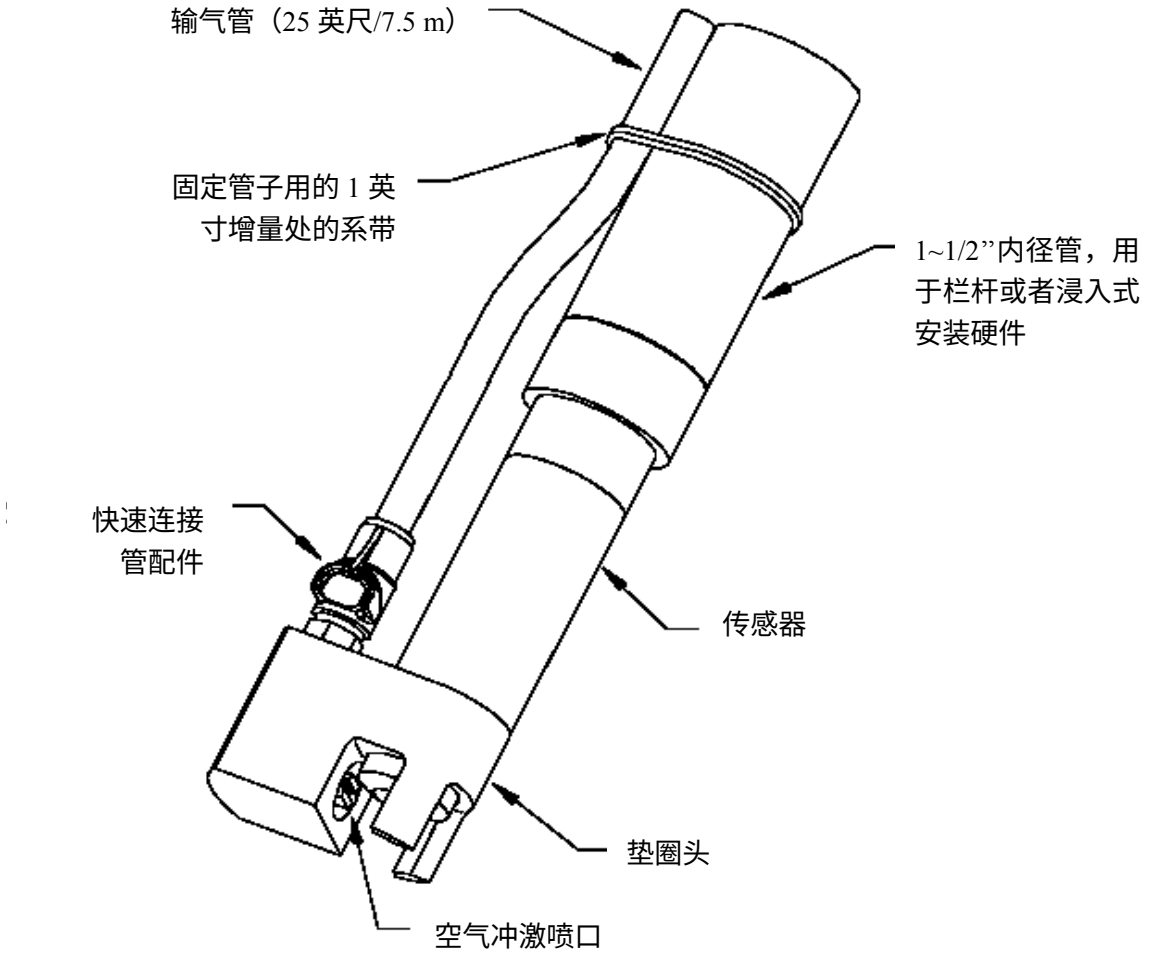
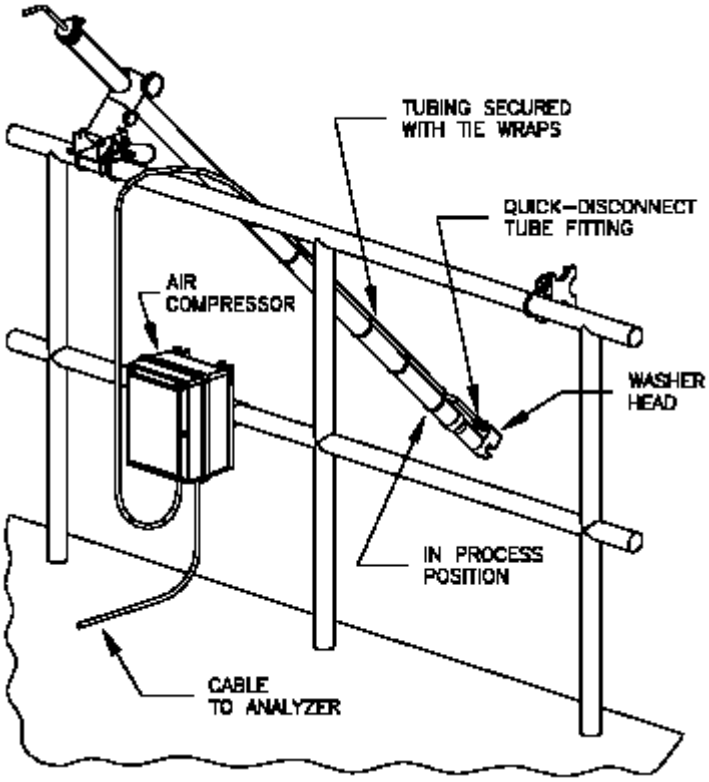

**图 2-6　可选的垫圈头组件安装细节**
图 2-7　空气压缩机位置示意图
您可能有一个可选的 GLI 垫片头组件（图 2-6）或者是自带的包括空气压缩机在内的空气冲击清洗系统（图 2-7）。要安装垫片组组件，参阅第 4.1 子小节；关于空气压缩机的安装详情参见第 4.2 节，包括 GLI D63、D53 或 D33 分析仪的接线指导。
1. 将空气压缩机放在靠近安装的传感器的地方（图 2-7）。不要扩展 GLI 清洗头的管超过其标准长度 25 英尺（7.6 m）。这将防止空气压缩机超出容量和/或在空气输送的响应时间上性能下降。